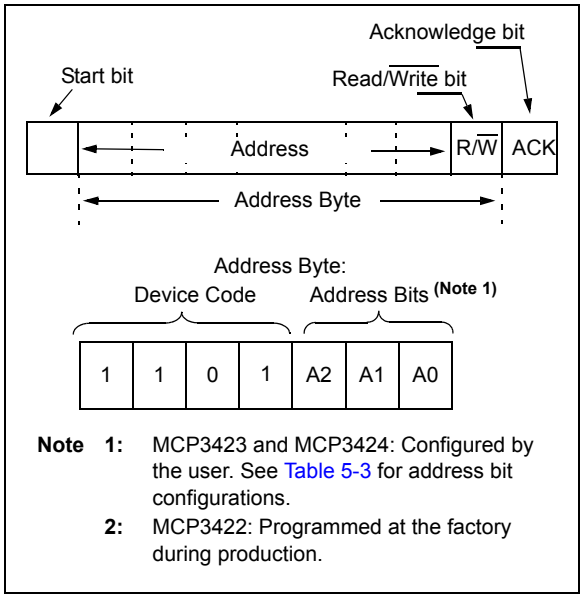

FIGURE 5-1: *Address Byte.*
The first byte after the START bit is always the address byte of the device, which includes the device code (4 bits), address bits (3 bits), and R/$\overline{W}$ bit. The device code for the devices is `1101`, which is programmed at the factory. The I^{2}C address bits (A2, A1, A0 bits) for the MCP3423 and MCP3424 are user configurable and determined by the logic status of the two external address selection pins on the user's application board (Adr0 and Adr1 pins). The Master must know the Adr0 and Adr1 pin conditions before sending read or write command. Figure 5-1 shows the details of the address byte.
Figure 5-1 shows the address byte. Figure 5-3 through Figure 5-5 show how to write the configuration register bits and read the conversion results.
– See Figure 5-1 for details in Address Byte.
- See Figure 5-1 for details in Address Byte.